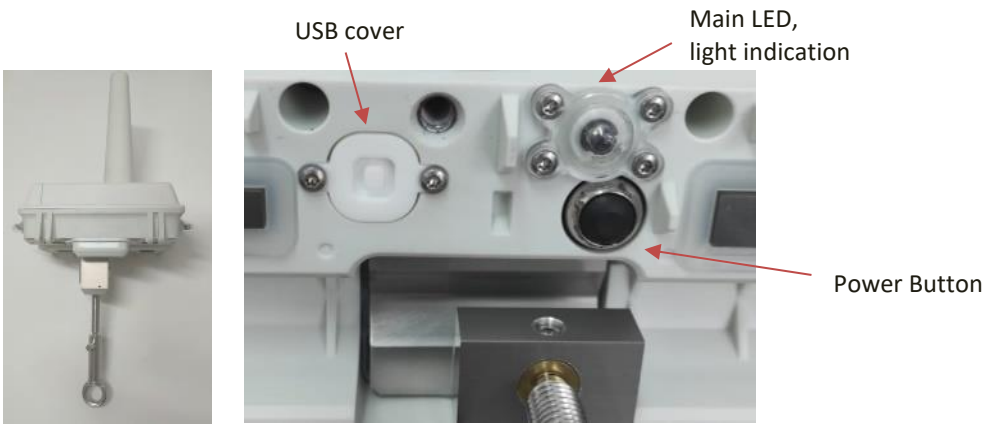

Figure 5: USB cover, Power Button and Main LED
a) GS USB connector is located under the USB cover. Using the Torx head screwdriver, loosen the screws that holds the **USB cover** and remove it (see Figure 5, page 6).